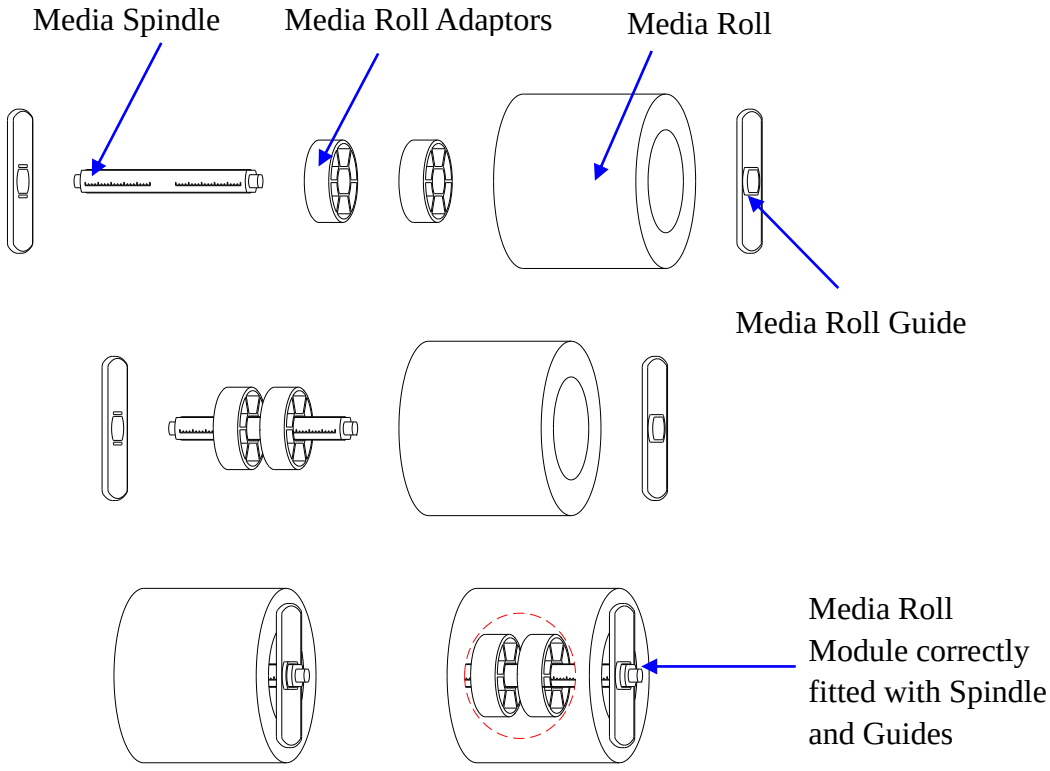

Figure 2-14 Place Media Roll on Media Spindle
3. Load a roll of media (labels facing up) on the Media Spindle, then slide the two Media Roll Guides, with smooth sides facing toward the media, onto the Media Spindle from each end until both Media Roll Guides touch the media. When placing a roll of media with a 3″ ID core, please slide the two Core Adapters onto the Media Spindle first, as shown in Figure 2-14.